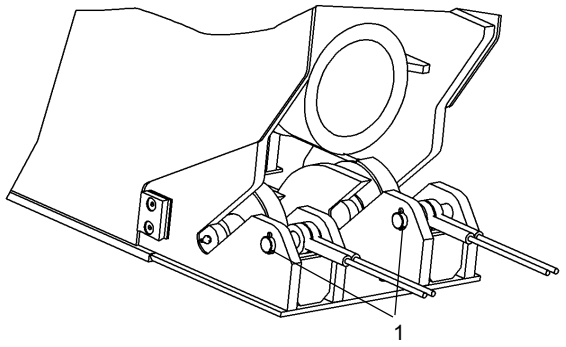

FIGURA 4-59
a. Lubrique el pasador e instálelo a través de los extremos del cable. Fije el pasador (Figura 4-59, 1) con pasadores hendidos.